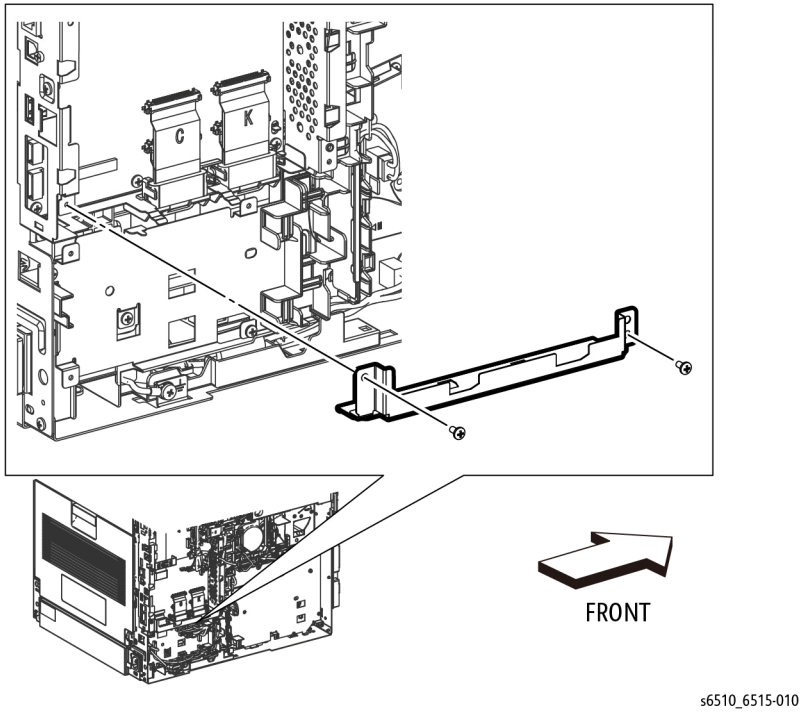

Figure 1 Remove the ESS Lower Plate
7. Refer to Figure 1 to remove two screws (silver, M3x6mm) attaching the ESS Lower Plate and remove the plate.